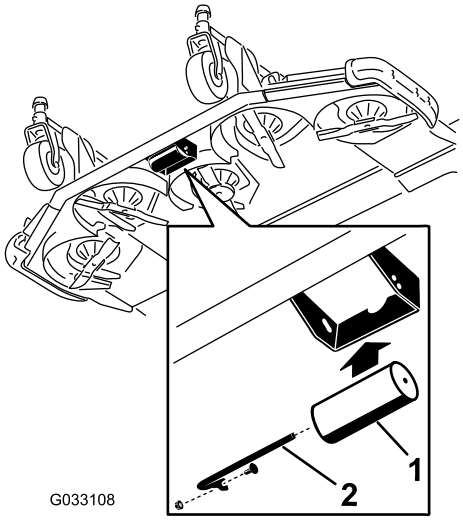

Figur 27
2. Passa in valsen med de översta hålen och montera axeln med skruven och muttern (Figur 27).